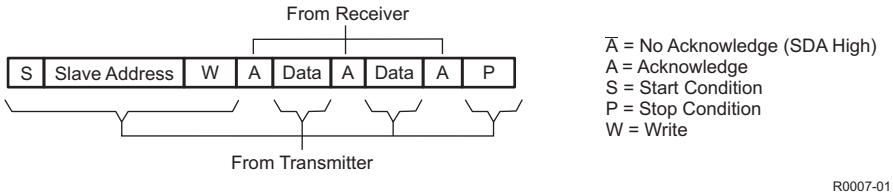
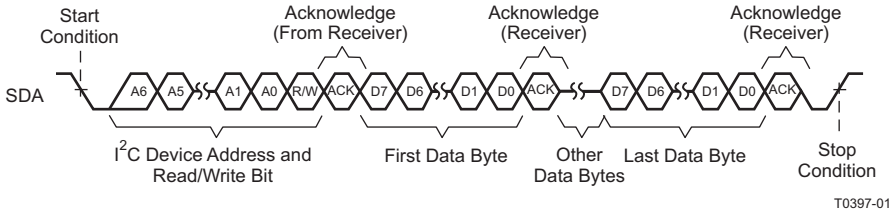
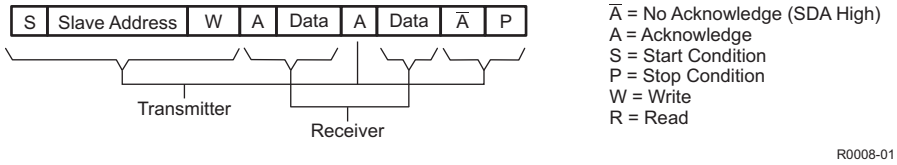
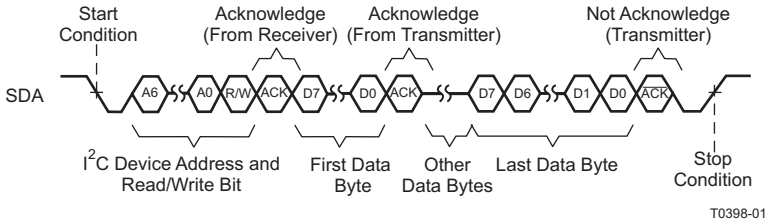

Figure 42. I²C Write Cycle
Figure 43. Multiple-Byte Write Transfer
Figure 44. I²C Read Cycle
Figure 45. Multiple-Byte Read Transfer
- The master generates further SCL cycles to either *transmit* data to the slave (R/W bit 0) or *receive* data from the slave (R/W bit 1). In either case, the *receiver* must acknowledge the data sent by the *transmitter*. So an acknowledge signal can be generated either by the master or by the slave, depending on which one is the receiver. The 9-bit valid data sequences consisting of 8-bit data and 1-bit acknowledge can continue as long as necessary (See Figure 42 through Figure 45).
During a write cycle, the transmitting device must not drive the SDA signal line during the acknowledge cycle so that the receiving device may drive the SDA signal low. After each byte transfer following the address byte, the receiving device pulls the SDA line low for one SCL clock cycle. A stop condition is initiated by the transmitting device after the last byte is transferred. An example of a write cycle can be found in Figure 42 and Figure 43. Note that the TMDS461 allows multiple write transfers to occur. See the *Example – Writing to the TMDS461* section for more information.
During a read cycle, the slave receiver acknowledges the initial address byte if it decodes the address as its address. Following this initial acknowledge by the slave, the master device becomes a receiver and acknowledges data bytes sent by the slave. When the master has received all of the requested data bytes from the slave, the not-acknowledge ($\overline{A}$) condition is initiated by the master by keeping the SDA signal high just before it asserts the stop (P) condition. This sequence terminates a read cycle as shown in Figure 44 and Figure 45. See the *Example – Reading from the TMDS461* section for more information.